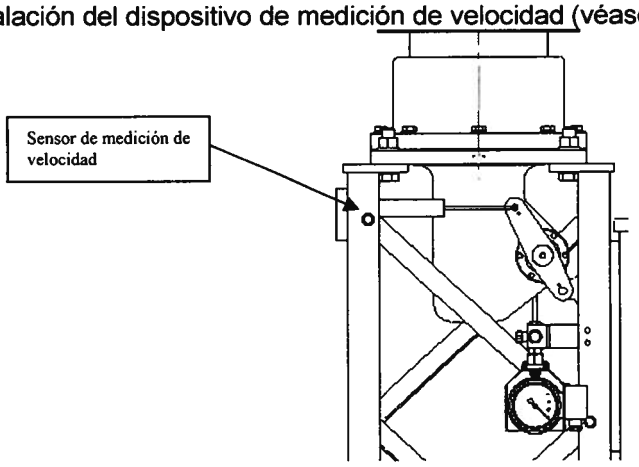

Figura 37 Dibujo Esquemático de Instalación del Dispositivo de Medición de Velocidad
a) Instalación del dispositivo de medición de velocidad (véase Figura 37)